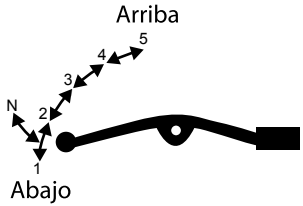

Imagen 32. Cambio de velocidades.
4. Meter la primera velocidad oprimiendo el pedal de cambio de velocidades. Ver imagen 32.
9. Seguir el mismo proceso para meter el siguiente cambio de velocidad. Ver imagen 32.